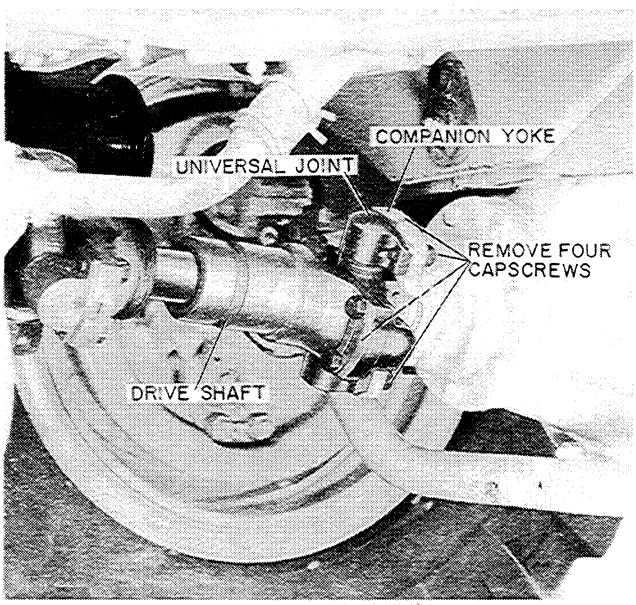

Figure T-25
2. Remove the four capscrews that hold the drive shaft universal joint to the differential companion yoke, Figure T-25.